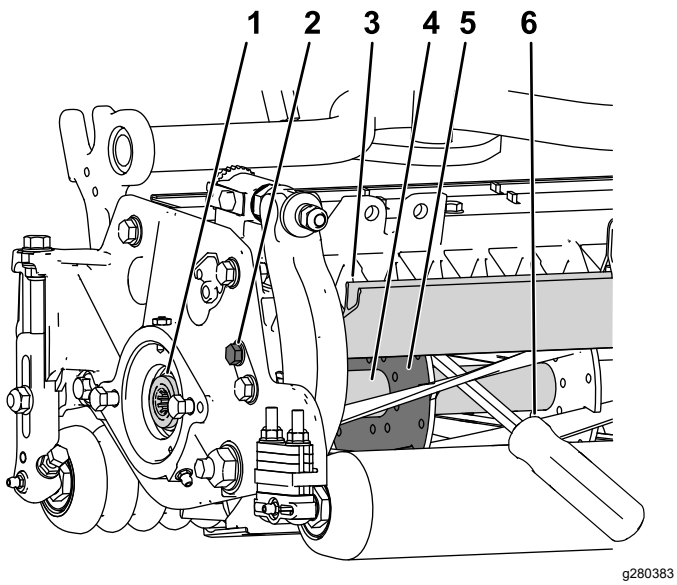

Figuur 28
1. Maak de bout van het scherm aan de linkerzijde van het maaidek los en breng het achterscherm omhoog (Figuur 28).
2. Steek een rolkoevoet met lange steel (⅜" x 12" met schroevendraaierhandgreep wordt aanbevolen) door de achterkant van de messenkooi, het dichtst bij de zijde van de maai-eenheid die u gaat vastdraaien (Figuur 28).
3. Plaats de rolkoevoet tegen de gelaste zijde van de steunplaat van de messenkooi (Figuur 28).